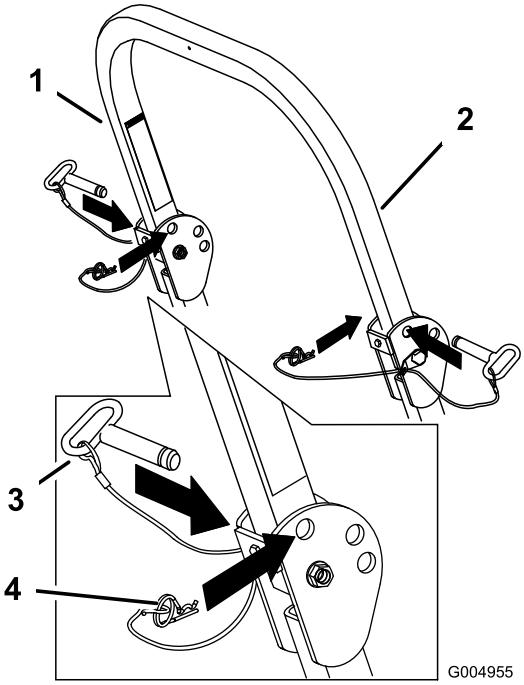

Figur 9
1. Ta loss hårnålssprintarna och ta bort de två tapparna (Figur 9).
3. Montera de två tapparna och säkra dem med hårnålssprintarna (Figur 9).
4. Fäll upp störtbågen genom att lossa hårnålssprintarna och ta bort de två tapparna (Figur 9).
5. Fäll upp störtbågen till upprätt läge, montera de två tapparna och säkra dem med hårnålssprintarna (Figur 9).